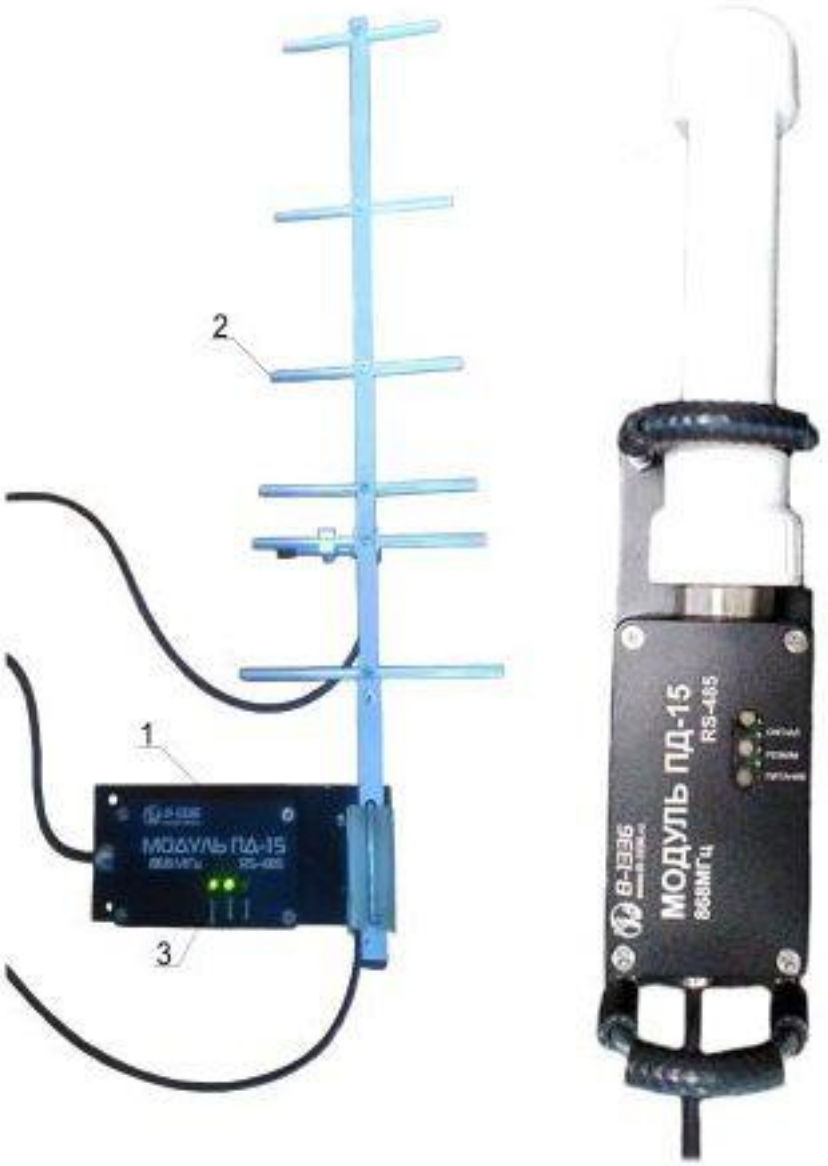

Рисунок 1 (внешний вид модуля)
3.1 Печатная плата модуля (см. рис.1) расположена в герметичном корпусе из алюминиевого сплава (1). Герметичность корпуса обеспечивается наличием металлических кабельных вводов для кабеля питания и кабеля внешней антенны.